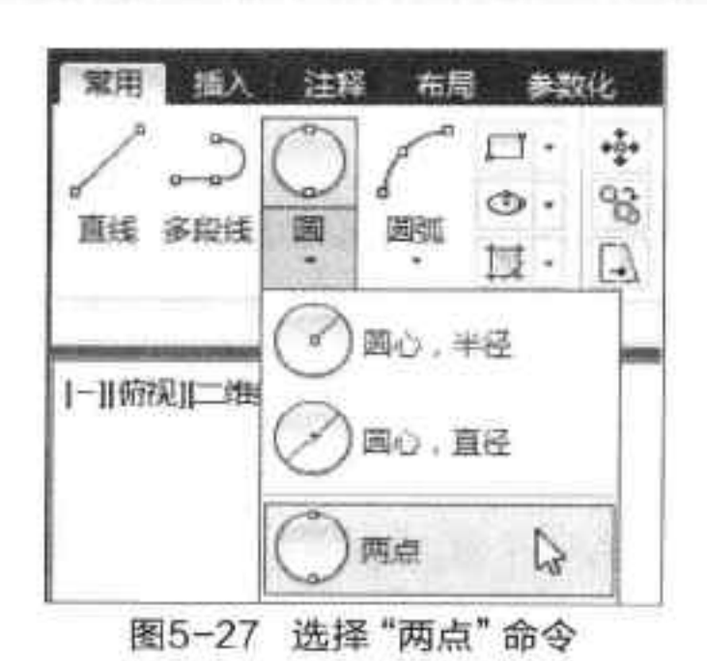

图5-27 选择“两点”命令
- 两点：该模式是通过指定圆周上两点进行绘制，如图5-27、5-28所示。